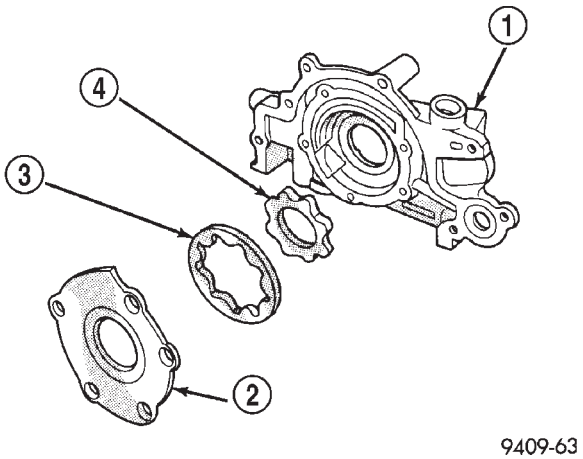

Abb. 128 Ölpumpendeckel auf Planheit prüfen
(1) Alle Teile gründlich reinigen. Die Paßfläche der Ölpumpe muß glatt sein. Ölpumpendeckel austauschen, wenn dieser Kratzer oder Riefen aufweist.
(2) Haarlineal auf den Ölpumpendeckel legen (Abb. 128). Läßt sich ein 0,076 mm (0,003 Zoll) dikkes Fühlerlehrenblatt zwischen Ölpumpendeckel und Haarlineal schieben, Ölpumpendeckel austauschen.